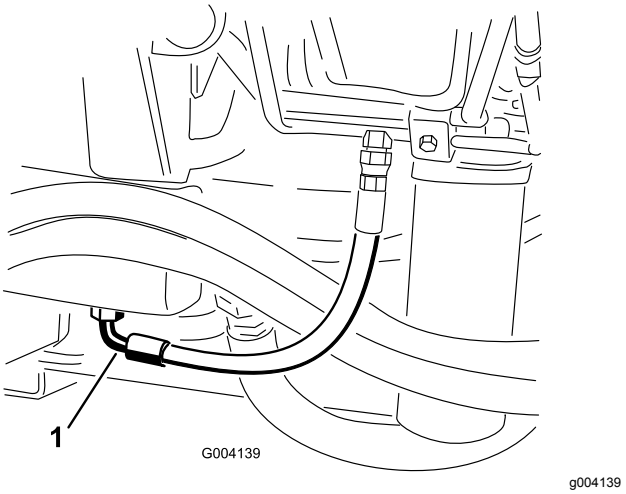

Figur 65
2. Ställ ett stort avtappningskärl under fästet som sitter på hydraultankens undersida (Figur 65).